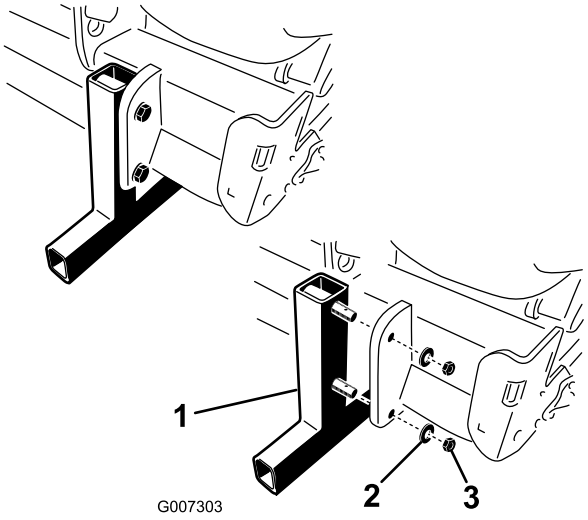

Figur 16
2. Ta bort de muttrar och låsbrickor som fäster förvaringsstöden vid luftaren (Figur 16).
4. Fäst hjulsprintarna i stödtapparna för förvaring (ingår i de lösa delarna) (Figur 16).